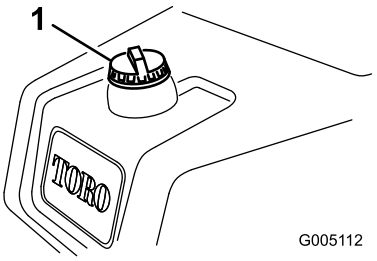

**Figuur 26**
1. Reinig de omgeving van de tankdop en verwijder deze (Figuur 26).